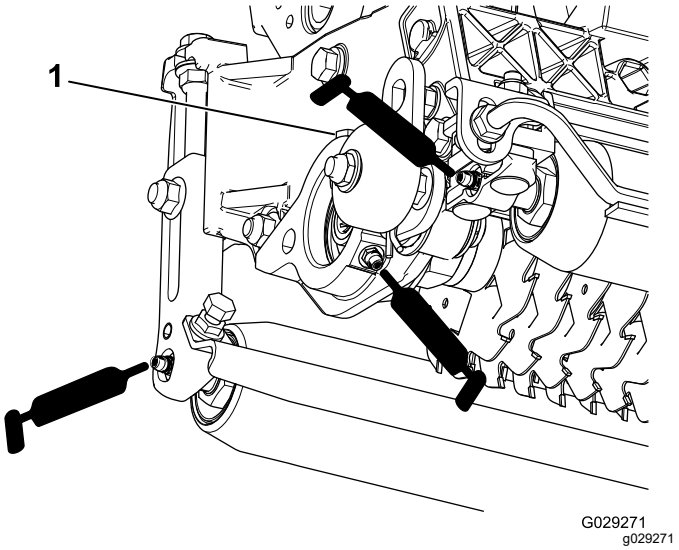

Figura 16
Cada unidad de verticorte tiene 5 engrasadores (Figura 16) que deben ser lubricados semanalmente con grasa de litio Nº 2.
2. Aplique grasa hasta que salga grasa limpia de las juntas del rodillo y la válvula de alivio del cojinete (Figura 16).